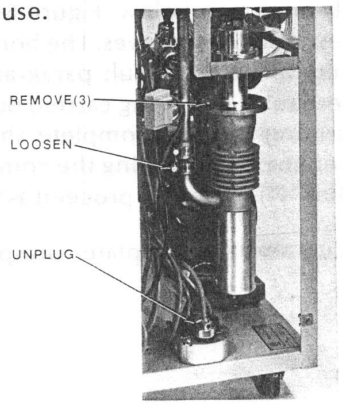

Figure 6-30. Removing Diffusion Pump
4. Unplug the diffusion pump heater from the junction box near the bottom of the pump (Figure 6-30).